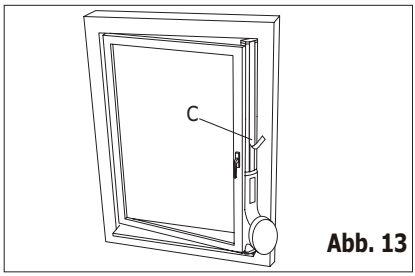

Abb. 13
4. Schneiden Sie die Dekorfolie auf die richtige Länge zu und kleben Sie sie auf die Verlängerungsstange (Abb. 13).